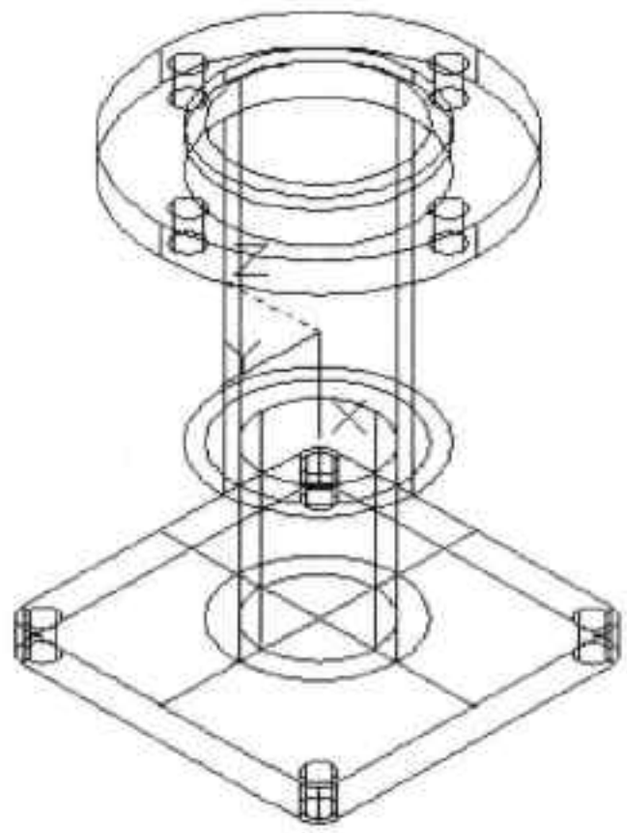

图13-66 旋转坐标轴
Step19 将 UCS 坐标系以 X 方向旋转 90°，如图 13-66 所示。